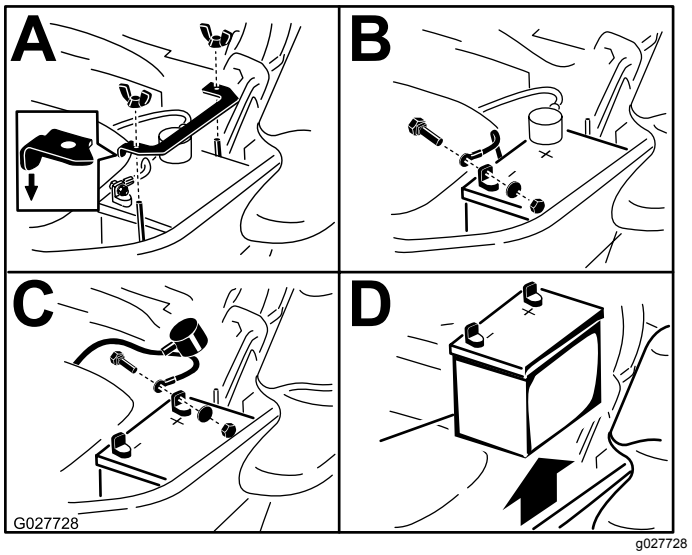

Figur 70
3. Afmonter batteriet som vist i Figur 70.
Bemærk: Placer batteriet i bakken, så polerne vender væk fra hydrauliktanken (Figur 70).